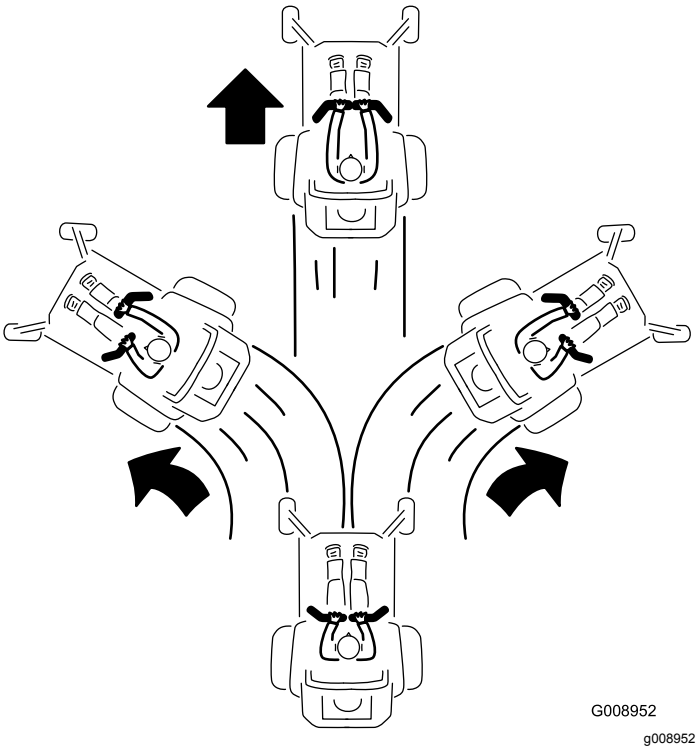

Figur 27
3. Kör framåt genom att försiktigt föra rörelsereglagespakarna framåt (Figur 27).